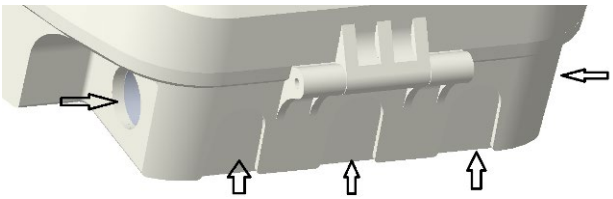

Рисунок 5
3.4.11 Монтаж проводов к извещателю может быть осуществлён как при использовании открытой, так и скрытой проводки. В нижней части извещателя имеются специальные полости для пропуска проводов с одной стороны монтажного отсека на другую, рисунок 5.